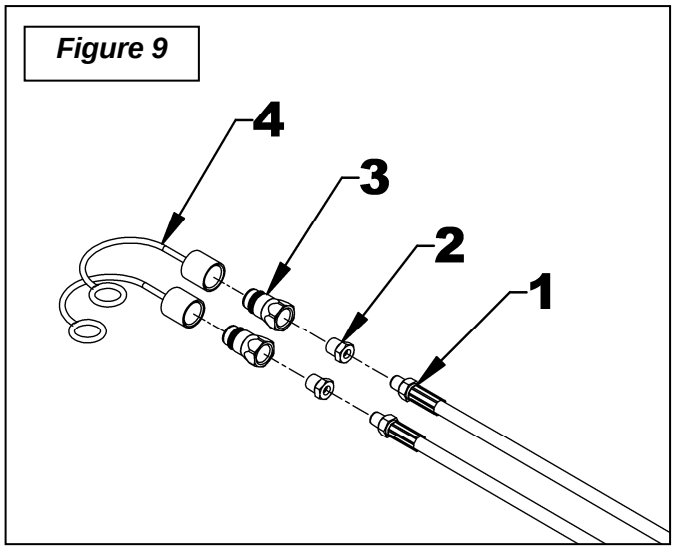

*Figure 9*
4. **Figure 9: NOT INCLUDED:** Using thread sealant, install a 1/4"NPT female x 1/2"NPT male reducer (item 2), a male quick coupler (item 3) and a dust cap (item 4) on each straight end of the hoses (item 1).